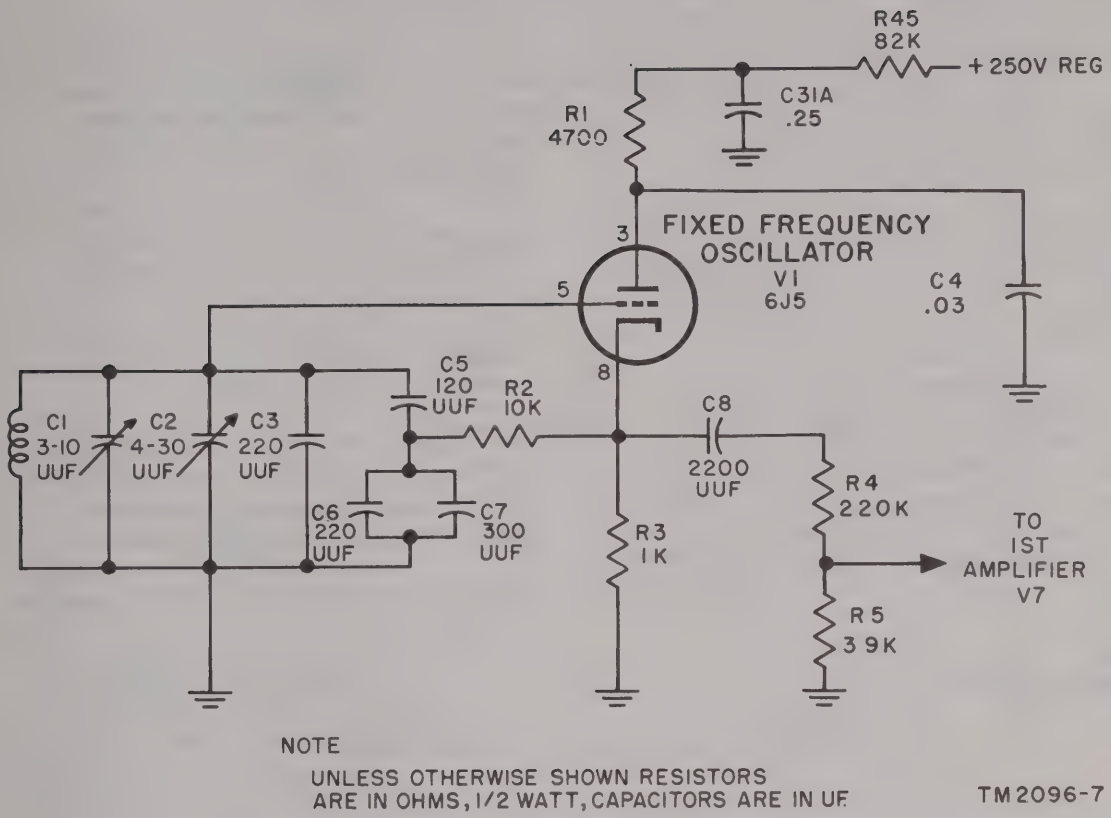

Figure 5–4. Signal Generator SG–15/PCM, fixed-frequency oscillator circuit, schematic diagram.
(1) The variable-frequency oscillator (fig. 5–6) consists of tube V2 and associated circuit elements. Tube V2 is a type 6J5 triode connected as a tuned-grid cathode-coupled oscillator in a manner similar to that of fixed-frequency oscillator tube V1 (para 5–4).
(2) As with fixed-frequency oscillator tube V1, plate voltage applied to variable-frequency oscillator tube V2 causes a positive voltage to appear at the cathode of the tube. This cathode voltage, applied to the grid tank circuit, creates an unbalance in the tank circuit and causes it to oscillate. Resistor R8 develops d-c bias for the grid of tube V2.
(3) The tank circuit for tube V2 consists of inductor L2 and four parallel branches of capacitance (capacitors C9, C10, C11, and C13 in series with parallel capacitors C14 and C15. Unlike capacitors C2 and C3 in the tank circuit of tube V1, capacitors C10 and C11 are variable temperature-compensating capacitors with a negative coefficient of 500 parts per million per degree Centigrade. In Signal Generator SG–15A/PCM, capacitor C11 is not a temperature-compensating capacitor. This capacitor is adjusted to maintain the drift of the output frequency of the signal generator within limits. Oscillatory voltage created